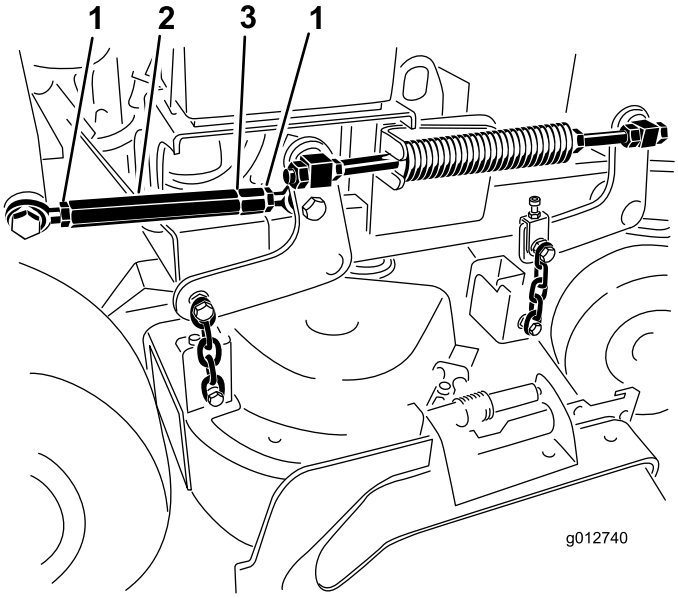

Figur 88
7. Lossa kontramuttrarna på båda sidor om linsträckaren (Figur 88).
Obs: Änden av linsträckaren med en skåra har vänstergängor (Figur 88).